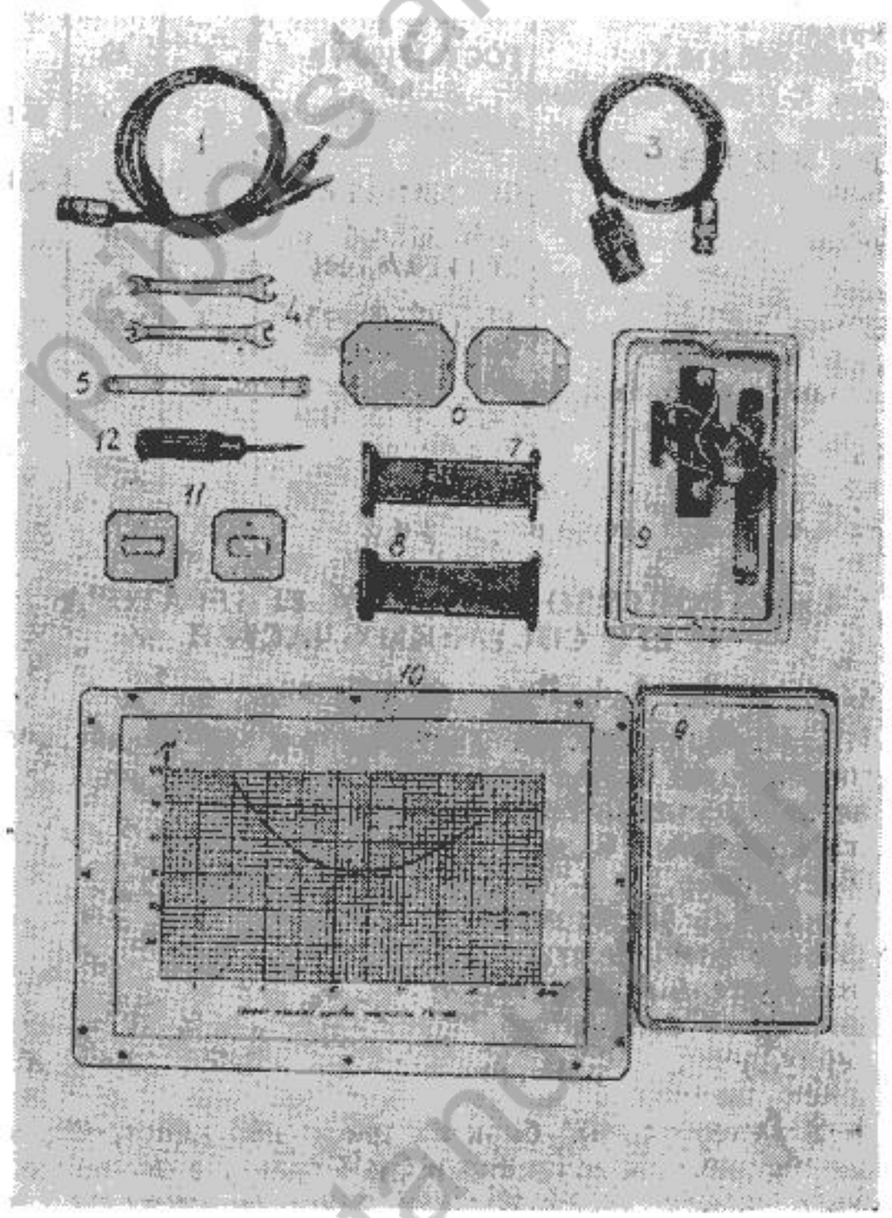

Рис. 2. Принадлежности генератора
* позиционные номера смотри на рис. 2 и 3.
3. 1. Состав генератора перечислен в табл. 4 и представлен на рис. 2 и 3.